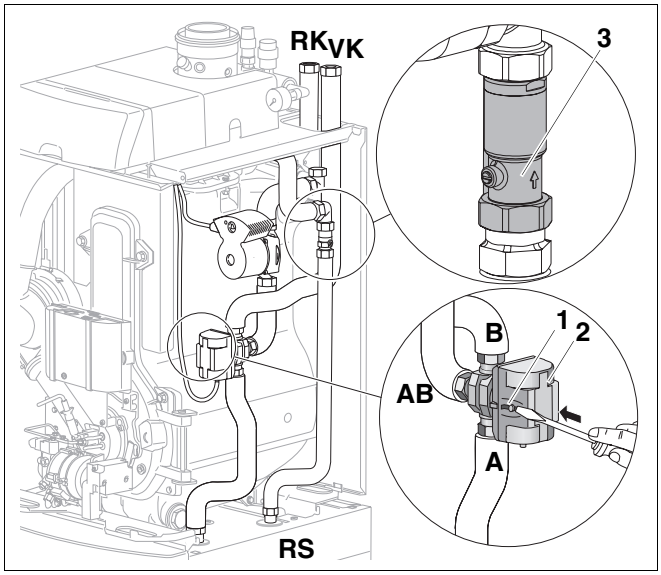
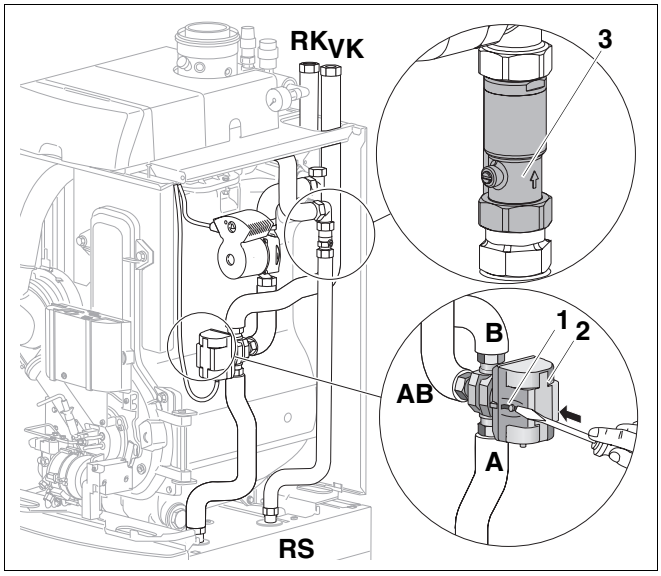
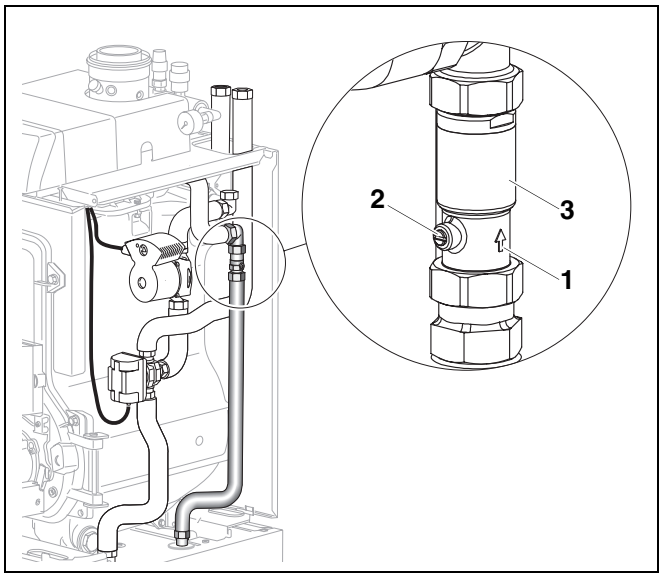

Rys. 24 Ręczny przełącznik zaworu trójdrożnego w kotle Logano G135T (powiększenie przedstawia zawór trójdrożny od tyłu)
Rys. 28 Ręczny przełącznik zaworu trójdrożnego w kotle Logano G135T (powiększenie przedstawia zawór trójdrożny od tyłu)
Rys. 29 Orientacja montażu zaworu odcinającego dla Logano G135T
Zwrócić uwagę, aby zawór trójdrożny (rys. 24, **poz. 2**) pozostawał otwarty pomiędzy przyłączami AB i B bez przepływu prądu (patrz rys. 24).
W sytuacji awaryjnej: W wypadku uszkodzenia napędu nastawnika zawór trójdrożny (rys. 24, **poz. 2**) można otworzyć za pomocą ręcznego przełącznika (rys. 24, **poz. 1**) z położenia AB - B na AB - A (patrz powiększony widok zaworu rys. 24).
- Otworzyć zawór odcinający (rys. 24, **poz. 3**, jeśli dostępny) (por. także rys. 29, **poz. 2** oraz wskazówkę praktyczną, strona 35).
- W razie konieczności ustawić ręczny przełącznik (rys. 28, **poz. 1**) zaworu trójdrożnego (rys. 28, **poz. 2**) w położeniu roboczym.
- W razie konieczności ustawić zawór odcinający (rys. 28, **poz. 3**) ponownie w położeniu roboczym (por. także rys. 29, **poz. 2** oraz wskazówkę praktyczną, strona 35).
Podczas ręcznej regulacji zaworu trójdrożnego przy Logano G135T należy przestrzegać rys. 24 jak również stosownej wskazówki praktycznej, strona 32.
Strzałka (rys. 29, **poz. 1**) na zaworze odcinającym wskazuje prawidłowy kierunek przepływu cieczy w instalacji, powinna ona być skierowana do góry.
Możliwości regulacji na szczelinie śruby (rys. 29, **poz. 2**) zaworu odcinającego (rys. 29, **poz. 3**):